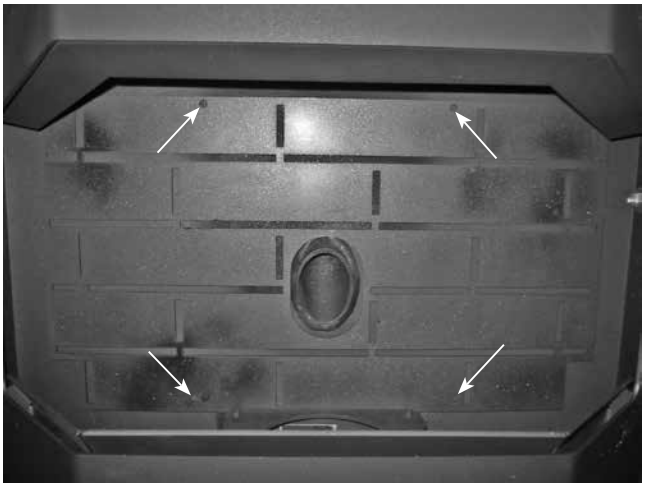

Figure 28
4. Veiller à centrer le panneau de briques en laissant le même espace de chaque côté du tube de la vis sans fin. Tout en maintenant le panneau en place, percer quatre trous dans le fond du foyer à l'aide d'un foret de 4,3 mm (n° 18), comme illustré à la ***figure 28***.